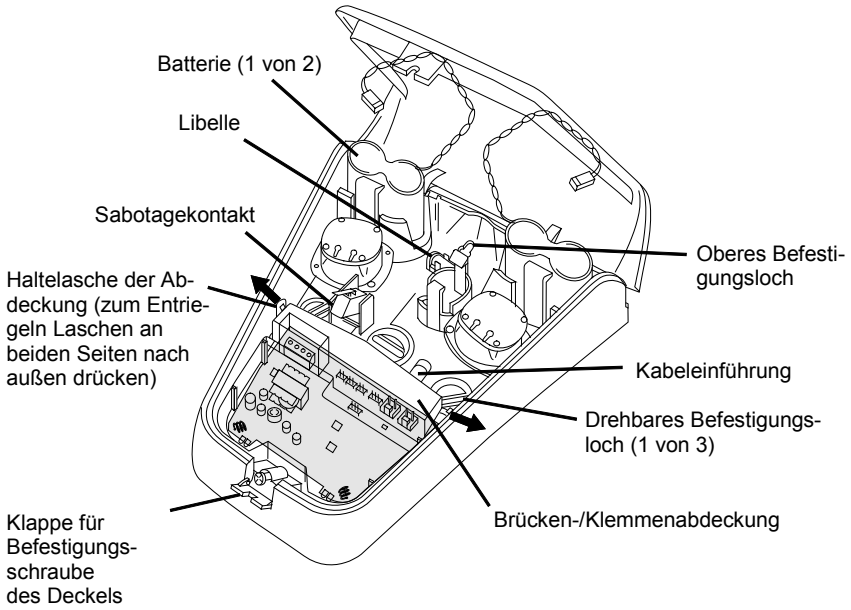

Abbildung 2: Funksirene SDR-REXT
1. Wenn die Sirene noch nicht an der Wand montiert ist, öffnen Sie die Klappe für die Befestigungsschraube des Deckels (siehe Abb. 2).
1. Nehmen Sie die Brücken-/Klemmenabdeckung ab (siehe Abb. 2), indem Sie die beiden Haltelaschen nach außen drücken und gleichzeitig die Abdeckung anheben.
2. Öffnen Sie die Klappe für die Befestigungsschraube des Deckels (siehe Abb. 2), lösen Sie die Schraube und öffnen Sie den Deckel.
3. Nehmen Sie die Brücken-/Klemmenabdeckung ab (siehe Abb. 2), indem Sie die beiden Haltelaschen nach außen drücken und gleichzeitig die Abdeckung anheben.